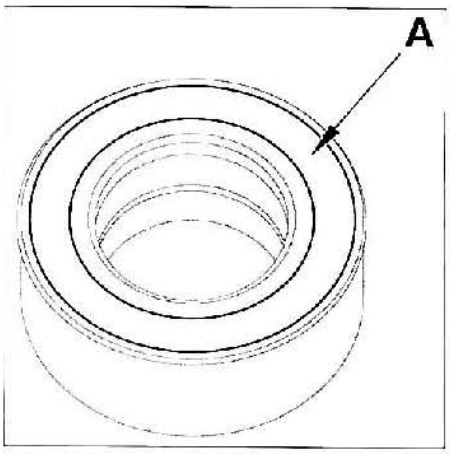

FIG. 23
• Montar la cara "A" del rodamiento con rueda magnética incorporada lado eje de transmisión **(fig. 23)**.